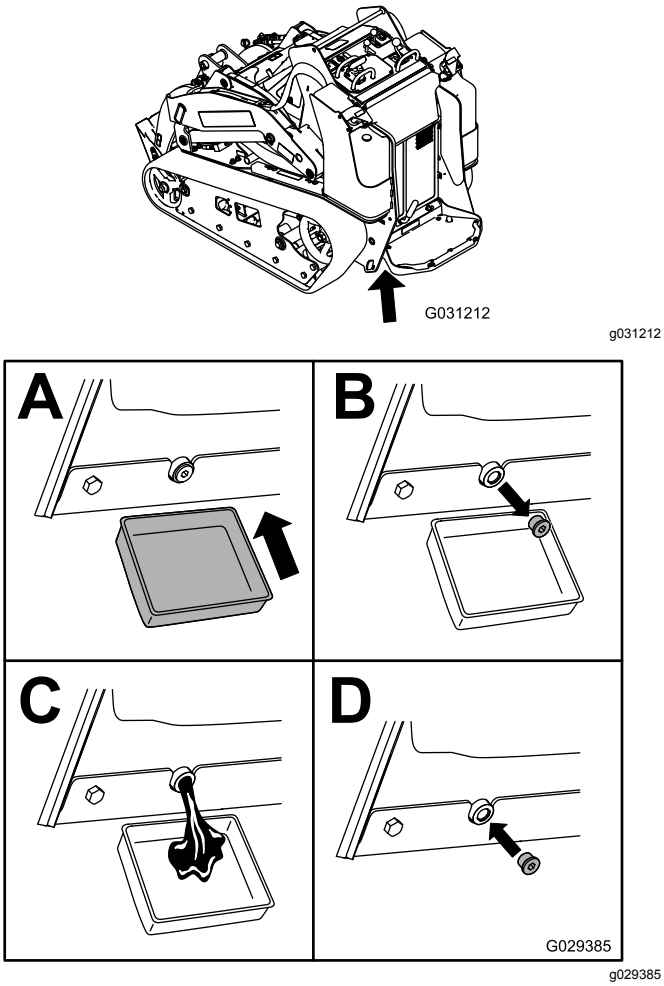

**Rysunek 47**
5. Spuść olej pod platformą (Rysunek 47).